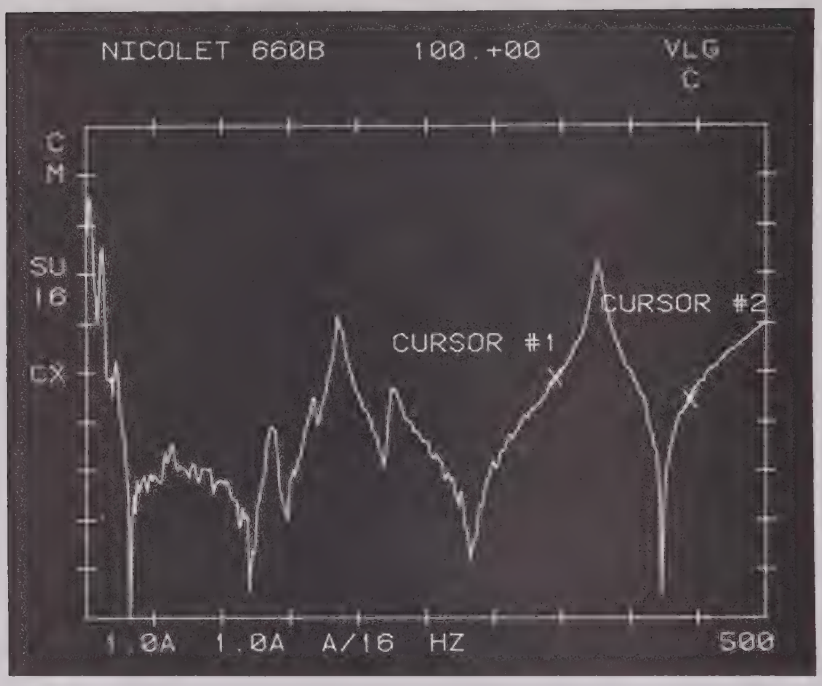

FIGURE S-7.
3. Store Cursor 1: 1 SET/STORE CUR/LOC (Figure S-7)